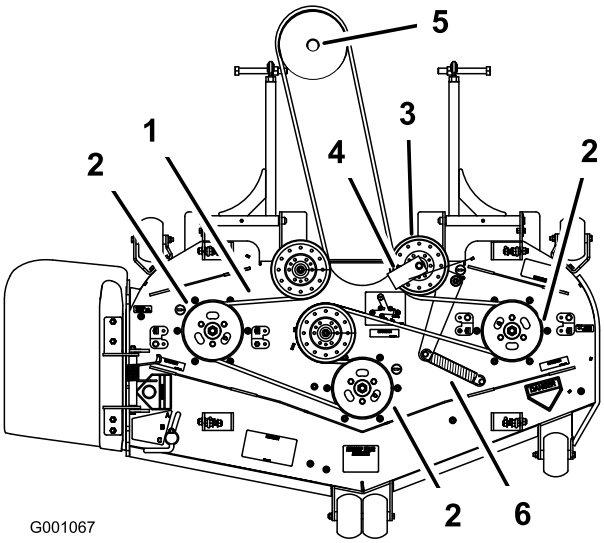

**Figur 66**
6. Før den nye rem rundt om plæneklipperens remskive og gearkassens remskive under motoren (Figur 66).
7. Monter remstyret på den fjederbelastede remskive i en vinkel på 45 grader som vist i Figur 66. Tilspænd bolten med et moment på 37–45 Nm.
8. Monter styrefjederen på de to pæle (Figur 66).